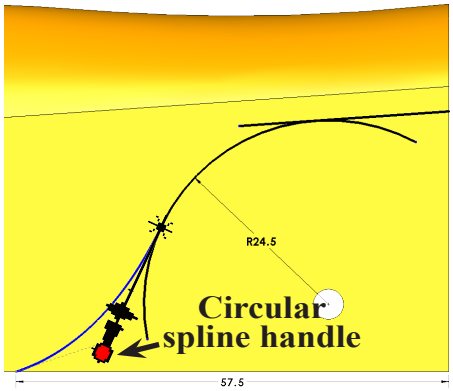

Fig. 98
Step 19. Grab the circular spline handle (small gray dot) at right endpoint, **Fig. 98** and pull up to adjust spline.